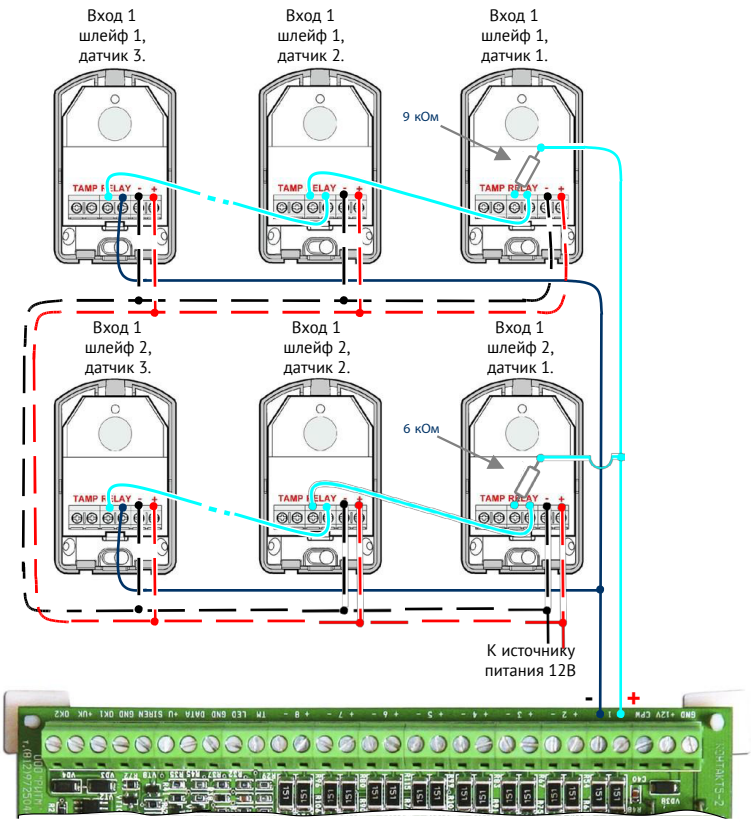

Рисунок 42. Схема подключения охранных датчиков на вход №1
- Добавьте нужные выходы (рис. 42);